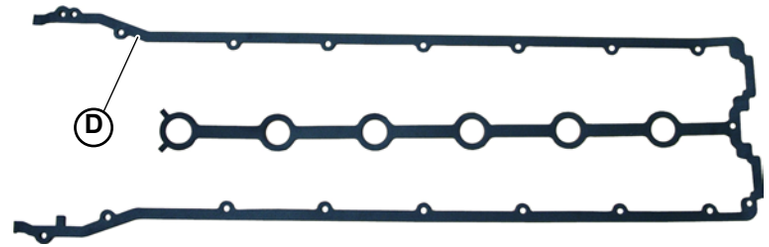

Fig.3
4. Remove the head cover gasket (**D-Fig.3**).